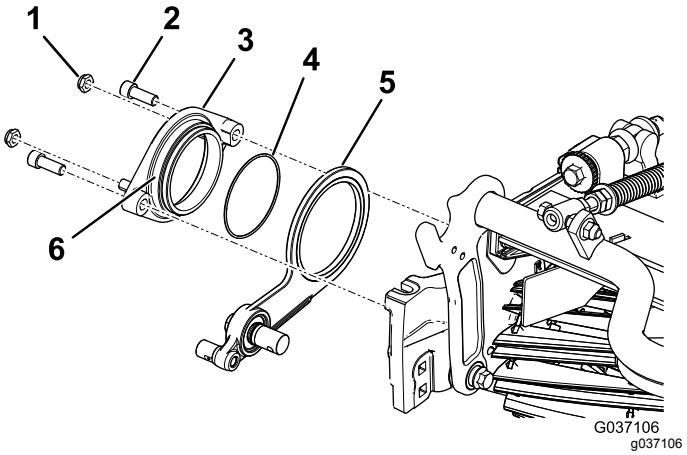

Figur 10
3. Stryk på monteringssmörjmedel längs svängnavets yttre diameter (Figur 10).
4. Fäst svängnavet över mellanremskivenheten på cylindern med två sexkantsskruvar (Figur 10).
5. Montera två låsmuttrar löst på svängnavet (Figur 10).